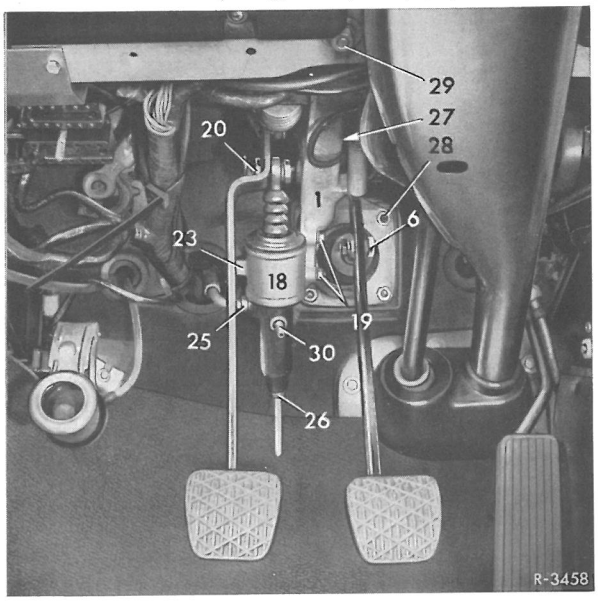

Fig. 29-1/5
2 Ledningerne (25) fra udligningsbeholderen til servocylinderen og fra servocylinder til arbejdscylinderen (26) skrues af (fig. 29-1/5).